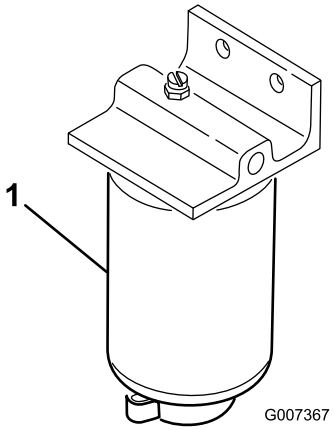

**Figur 46**
1. Plasser en ren beholder under drivstoffilteret (Figur 46).
2. Rengjør området der filterboksen skal festes (Figur 46).